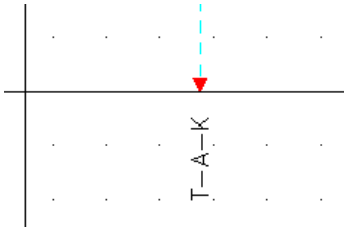

Bild 33.16 – Die Produktnummer wird unterhalb der Datenpunktlinie platziert
- Die Höhenanordnung übernimmt TRIC automatisch, für die X-Koordinate des Textblocks klicken Sie auf die Datenpunktlinie des Gerätes. Damit wird der Text eingefügt (Abb. 33.16).